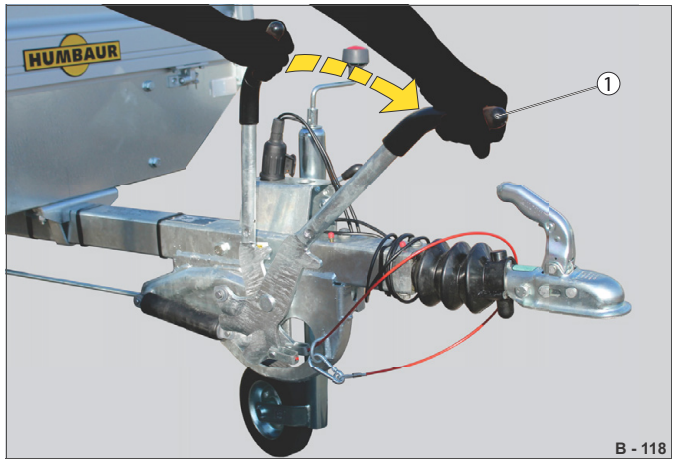

Abb. 87 Uvolnění ruční brzdy
▶ Zatlačte páčku ruční brzdy (Abb. 87/1) úplně dolů směrem ke spojce přes bod síly.